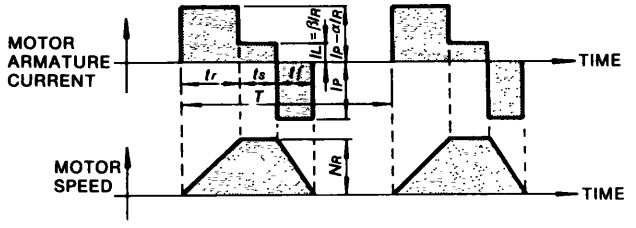

Fig 4 3 Timing Chart of Motor Armature Current and Speed
- **When the motor remains at standstill between cycles of acceleration and deceleration without continuous rated speed running (Fig 4 4)**